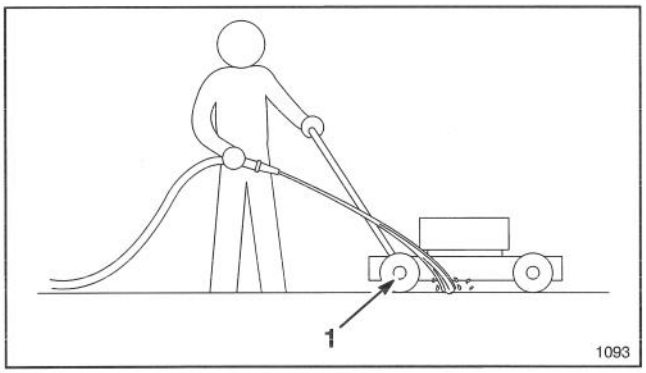

Afbeelding 17
3. Houd de tuinslang vast op de hoogte van de handgreep en richt het water op de grond juist vóór de rechter achterband (Afb. 17). Het ronddraaiende mes zal het water onder de maaikast voeren en het maaisel wegwassen. Laat het water enkele minuten lopen tot alle maaisel van onder de kast is weggewassen.